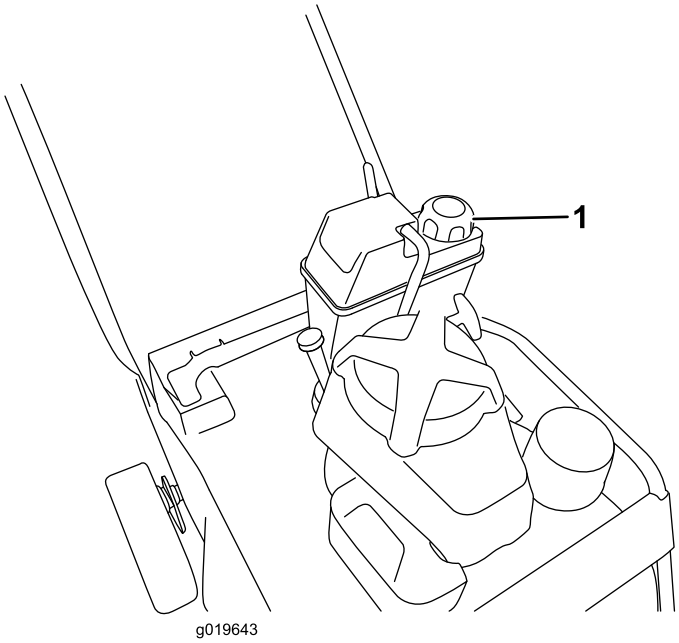

Rysunek 15
1. Oczyść korek zbiornika paliwa (Rysunek 15).